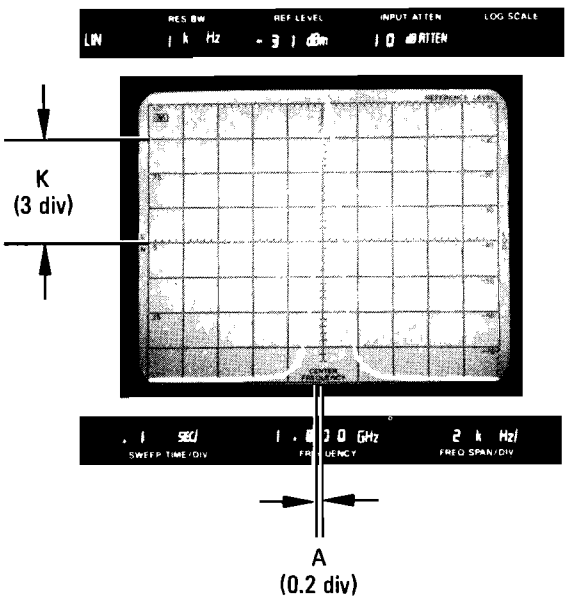

Figure 4-8. Residual FM to AM Conversion Display
d. Adjust REF LEVEL FINE control to place signal peak at top graticule line. Carefully adjust TUNING control so upward slope of signal intersects the CENTER FREQUENCY graticule line one division down from the top as shown in Figure 4-8.
e. Note the distance from the signal skirt at the horizontal center graticule line to the CENTER FREQUENCY graticule line at the center of the CRT. (In Figure 4-8 the distance is 0.2 division.)
Typical Example (Stabilized mode): In Figure 4-8, distance A is 0.2 division and distance k (a constant) is 3 divisions. Therefore:
l. Adjust REF LEVEL FINE control to place signal peak at top graticule line. Carefully adjust TUNING control so upward slope of signal intersects the CENTER FREQUENCY graticule line one division down from the top as shown in Figure 4-8.